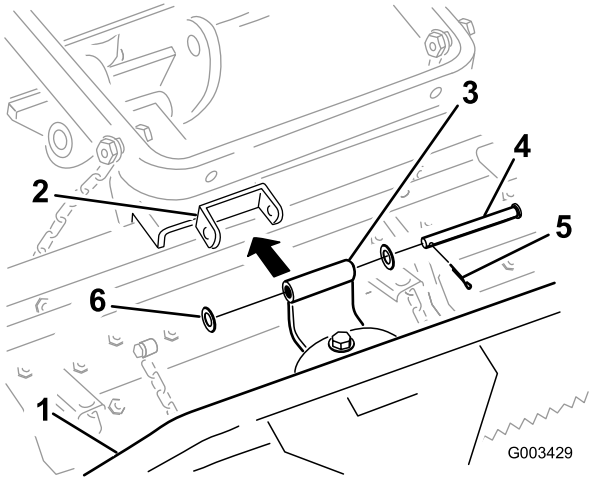

図 5
2. ピボット・ブラケットをツース・レーキに 図 5 のように取り付ける； クレビス・ピン (1/2 x 4-1/2 inches), 2 ワッシャ (0.531 x 1.063), コッター・ピンを使用する。